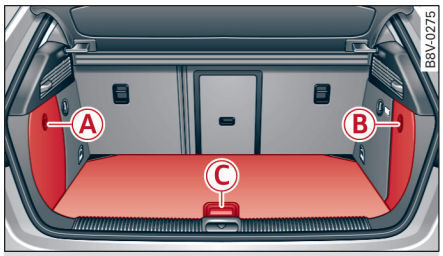

图 219 行李箱（实例）：放有随车工具、轮胎修理包和汽车千斤顶*
随车工具、轮胎修理包*和电动空气泵*在行李箱内。一部分收存在侧饰板中 Ⓐ* 或 Ⓑ，另一部分收存在载货地板盖板下 Ⓒ ⇨ *图 219*。
▶ 打开转锁，取下盖板 Ⓐ*/Ⓑ ⇨ *图 219*。